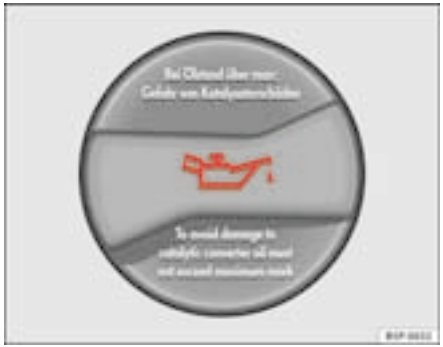

Fig. 159 In the engine compartment: Engine oil filler cap
– Unscrew cap from oil filler opening ⇒ fig. 159.
– As soon as the oil level is in area (B), carefully close the cap.